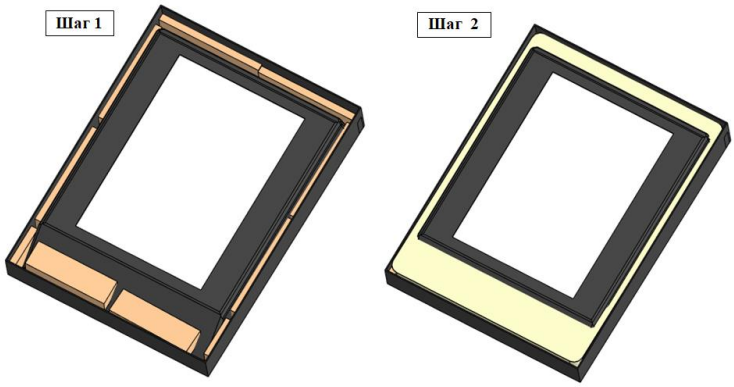

Рисунок 8
5. Установить оклад. Для минимизации деформации оклада в процессе эксплуатации, внутренние полости оклада необходимо расправить и заполнить утеплителем и монтажной пеной (Рисунок 8).